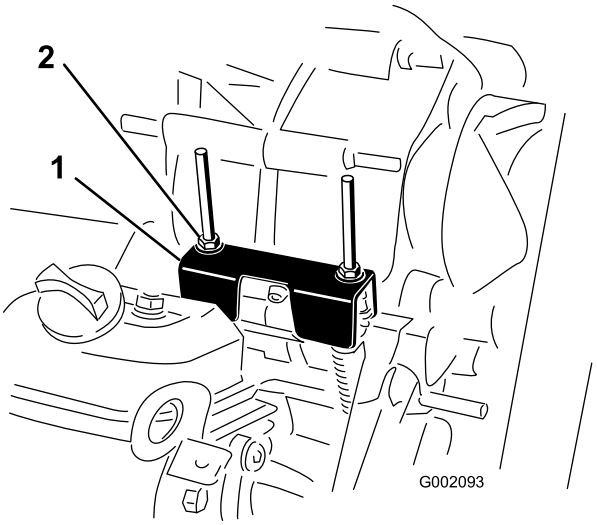

**Figure 40**
When performing routine maintenance and/or engine diagnostics, the transaxle must be shifted into neutral (Figure 40). The vehicle has a neutral position on the shift lever, which controls the neutral in the transaxle. The following steps should be taken to make sure that the neutral shift lever operates the transaxle neutral correctly:
2. Ensure that the neutral bracket is in the neutral position (level) by turning the drive clutch (Figure 40). The vehicle should not roll back and forth. If it does, manually move the neutral bracket to the neutral position.
3. Tighten one of the locknuts (Figure 40) just enough to take the slack out of the shift cable.